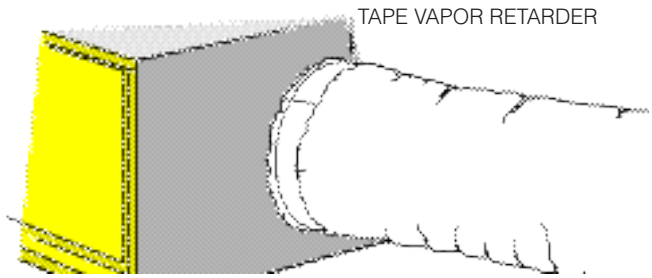

Fig. 4-7D. Taping flexible duct jacket to collar.
8. Tape jacket to ring using UL181B tape (Fig. 4-7D).